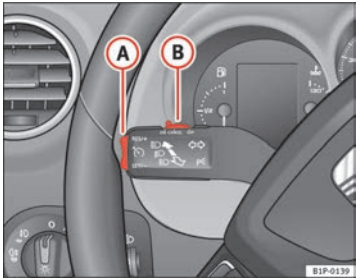

Fig. 134 Indicator and main beam headlight lever: switch and rocker switch for the cruise control
– Press the upper part **RES/+** of the rocker switch ⇒ fig. 134 (A) to increase the speed. The vehicle will continue to accelerate as long as you keep the rocker switch pressed. When you release the switch, the new speed is stored.
Control of the set speed is switched off if you reduce speed by depressing the brake pedal. You can reactivate the control by pressing once on the upper part of the rocker switch **RES/+** ⇒ page 177, fig. 134 (A).